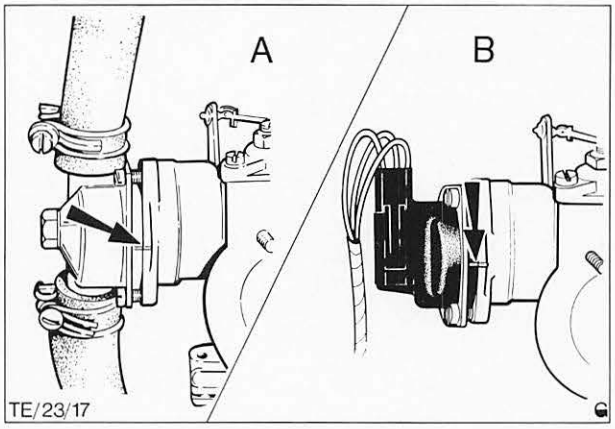

Abb. 162 Strichmarkierungen zum Ausrichten des Startautomatikgehäuses
8. Abschirmscheibe in das Startautomatikgehäuse einsetzen, Wassergehäuse komplett ansetzen und Thermofeder auf den Stift am Mitnehmerhebel einhängen. Drei Befestigungsschrauben lose eindrehen, Strichmarkierungen zur Deckung bringen und Gehäuse-Schrauben festziehen, Abb. 162.